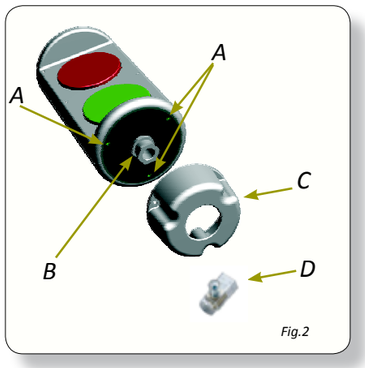

Fig.2
Il semaforo viene fornito completo di pressacavo mod. BM - PG21 [*Fig.2* (B)] , carter [*Fig.2* (C)] e morsetti a mantello [*Fig.2* (D)] .
Il semaforo dispone, nella parte inferiore, di tre punti di fissaggio [*Fig.2* (A)] .
The traffic light comes supplied with cable gland mod. BM - PG21 [*Fig.2* (B)], guard [*Fig.2* (C)] and screw terminals [*Fig.2* (D)].
The lower part of the traffic light features three fixing points [*Fig.2* (A)].